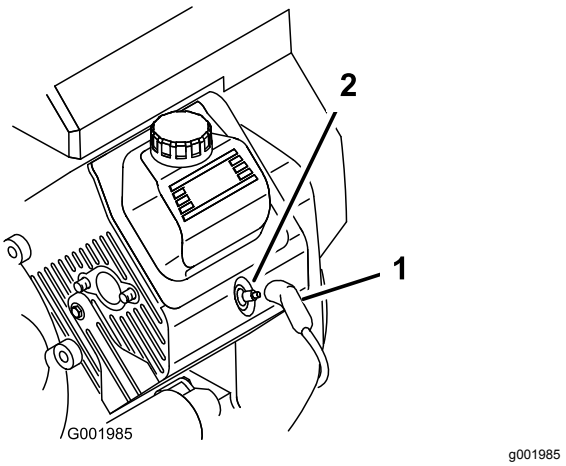

Figur 44
3. Træk ledningerne af tændrørene (Figur 44).
3. Sæt ledningerne på tændrørene (Figur 44).